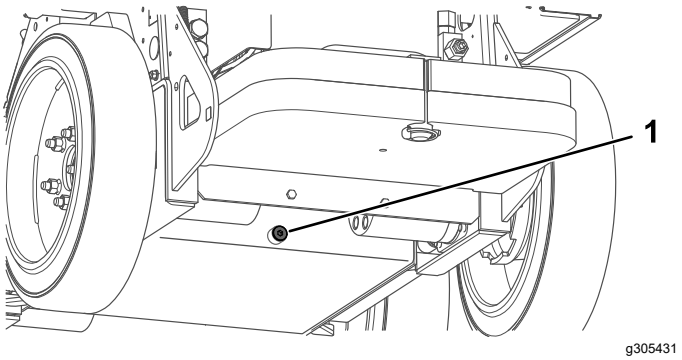

Rysunek 37
5. Wyjmij korek spustowy z dna zbiornika hydraulicznego i pozwól płynowi całkowicie ścieknąć (Rysunek 37).